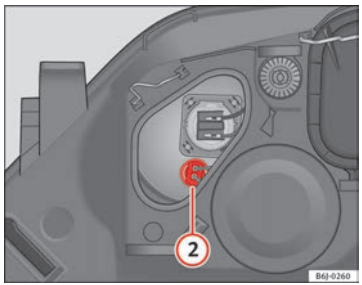

Fig. 153 Luz de posición
– Extraiga el conector ⇒fig. 153 (2) tirando hacia afuera.